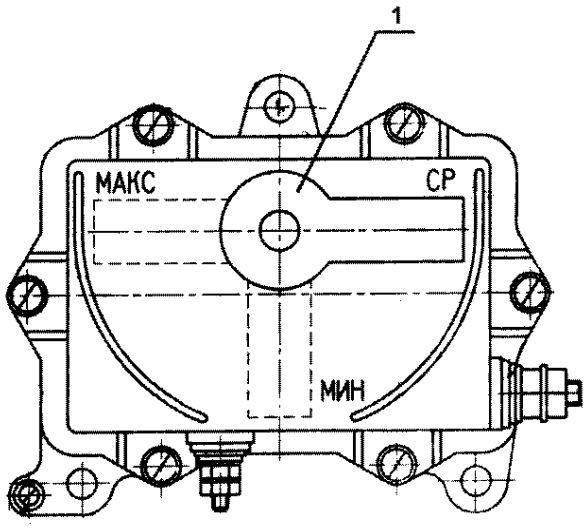

Рис. 10 Регулятор напряжения
– на I уровне - 27,2±0,7 В (положение "МИН", рис. 10);
– на II уровне - 28,4±1,0 В (положение "СР", рис. 10).